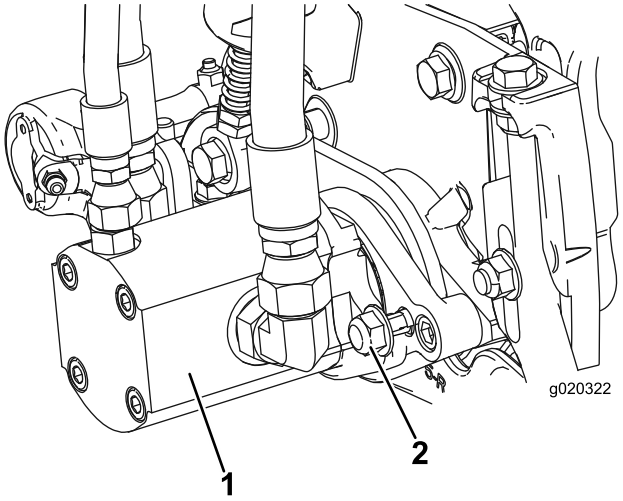

Figur 10
15. Montera motorn genom att vrida den medurs så att motorflänsarna går fria från låsmuttrarna (Figur 10). Vrid motorn moturs till dess att flänsarna omringar muttrarna, och dra sedan åt muttrarna.